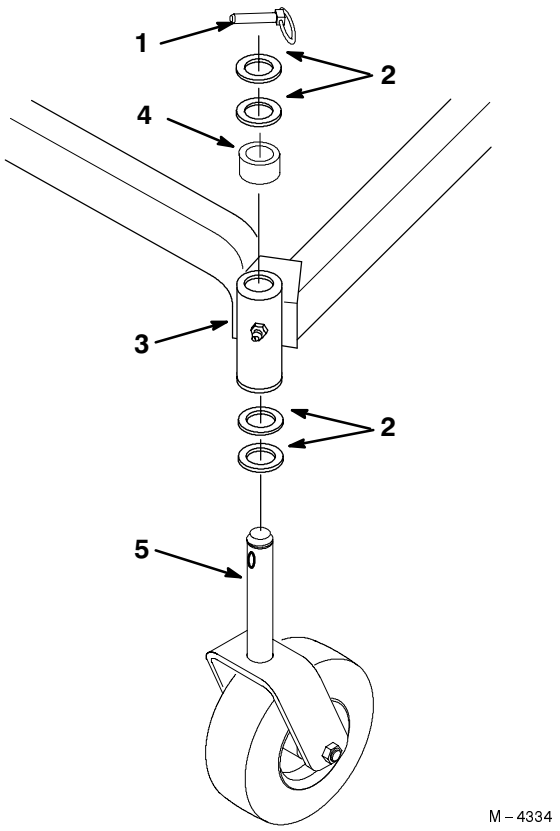

Figure 4
1. Place two (2) thrust washers onto the castor wheel fork (Fig. 4).
2. Insert the castor wheel fork into the carrier frame mounting tube (Fig. 4).
3. Install the spacer and two (2) thrust washers onto the castor wheel fork, then secure with a locking pin (Fig. 4).